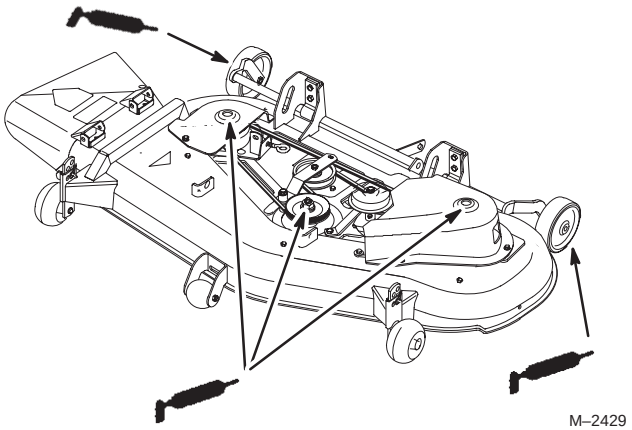

Abbildung 27
1. Schnittmesserspindeln, Führungsrollenarm und Spurräder schmieren (Abb. 27).